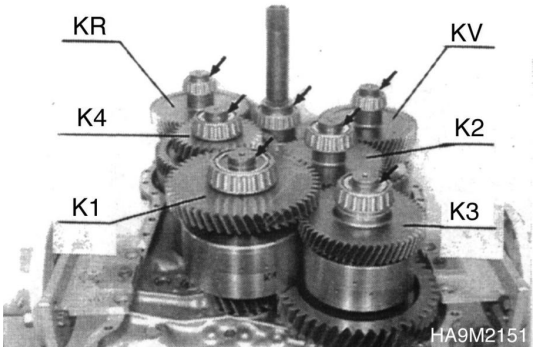

Figure 257
7. Figure 257, shows the installation position of single clutches in the housing cover.